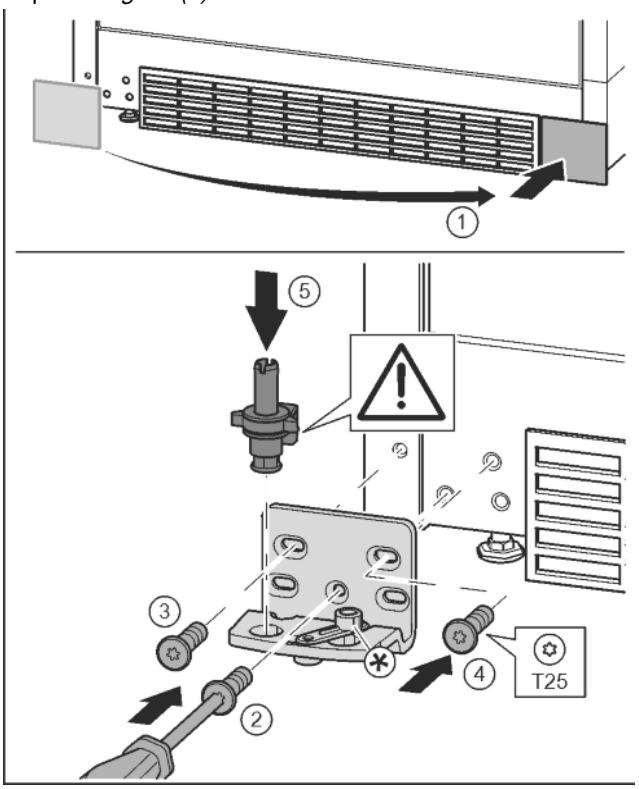

Fig. 17
▶ Enlever le cache et le mettre de l'autre côté. *Fig. 17 (1)*
▶ Poser le support de palier de l'autre côté et le visser à l'aide d'un tournevis T25. Commencer par la vis 2 en bas au milieu. *Fig. 17 (2)*
▶ Visser les vis 3 et 4. *Fig. 17 (3, 4)*
▶ Mettre en place l'axe de palier complet. Veiller à ce que l'ergot d'enclenchement soit orienté en arrière. *Fig. 17 (5)*